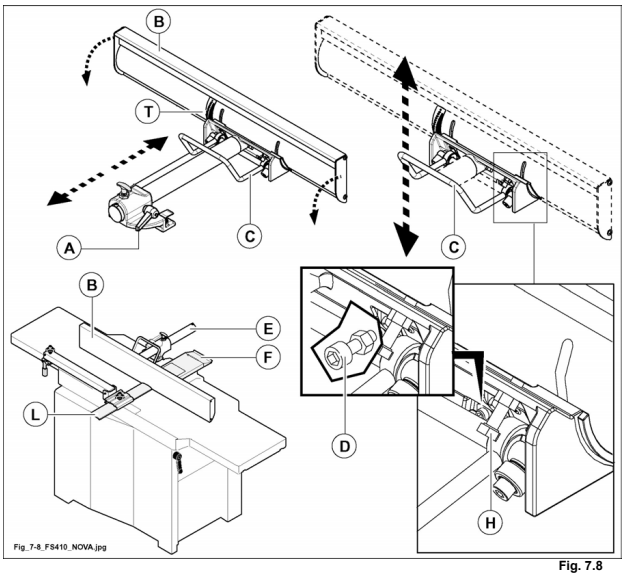

Fig. 7.8
le protezioni (F fig. 7.8) e (L fig. 7.8) devono essere sempre posizionate sull'albero pialla durante la lavorazione.
- Sbloccare la leva (A fig 7.8) e muovere manualmente la guida (B fig. 7.8) nella posizione voluta; ribloccare la leva (A fig. 7.8).
assicurarsi della perfetta pulizia della barra di scorrimento (E fig. 7.8).
- Sbloccare la leva (C fig 7.8) e ruotare manualmente la guida (B fig. 7.8) all'inclinazione desiderata, visibile sulla targhetta graduata (T fig. 7.8); ribloccare la leva (C fig. 7.8).
la guida (B fig. 7.8) può essere inclinata da 90° a 45° ed in qualsiasi posizione intermedia.
Per eventuali correzioni delle battute 90° e 45° per le posizioni estreme, agire opportunamente sulla vite e controdado (D fig. 7.8) per i 90° e, sulla vite e controdado (H fig. 7.8) per i 45°.